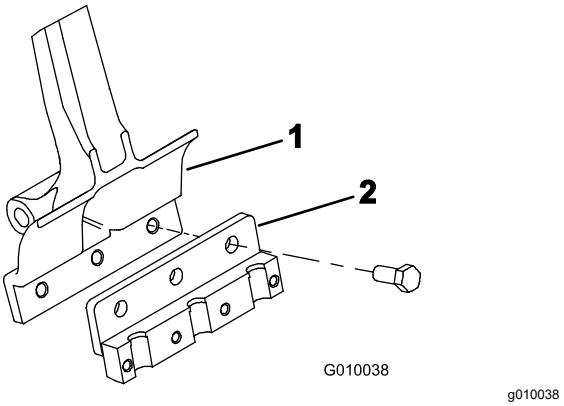

Rysunek 22
3. Zamocuj uchwyt zęba do każdego ramienia zęba (Rysunek 22) za pomocą trzech śrub (½ x 1¼ cala). Dokręć śruby z momentem 101,6 N·m.